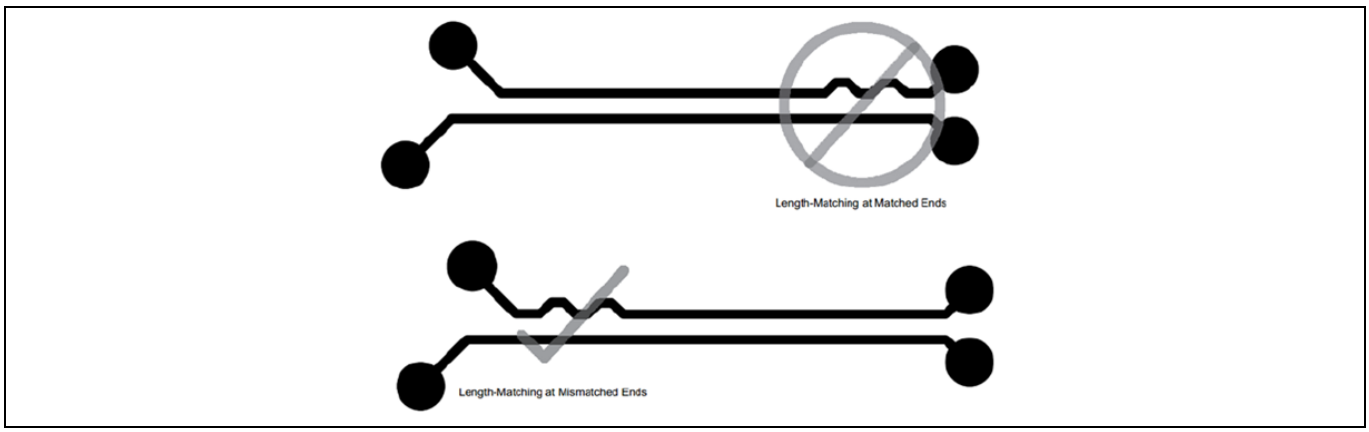

Figure 18 Intra-pair differential signal length matching
- Match intra-pair differential trace lengths within 0.12 mm (5 mils). Always adjust for USB signal trace lengths near the USB receptacle and not near the device. Always adjust the length at the mismatched ends. An example of length-matching for SuperSpeed signals is shown in Figure 18